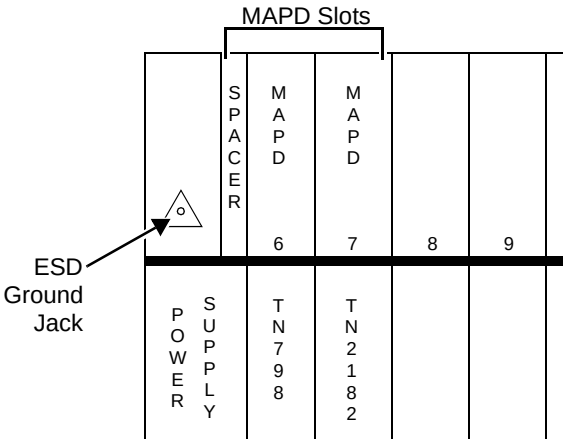

Figure 2-2. MAPD System in a DEFINITY ProLogix Carrier
- DEFINITY PROLOGIX carrier — slots 6, 7, and the spacer (see Figure 2-2,). Although any slots can be used, If you use slots 6 and 7 in a DEFINITY PROLOGIX, the MAPD takes up only two slots instead of three.